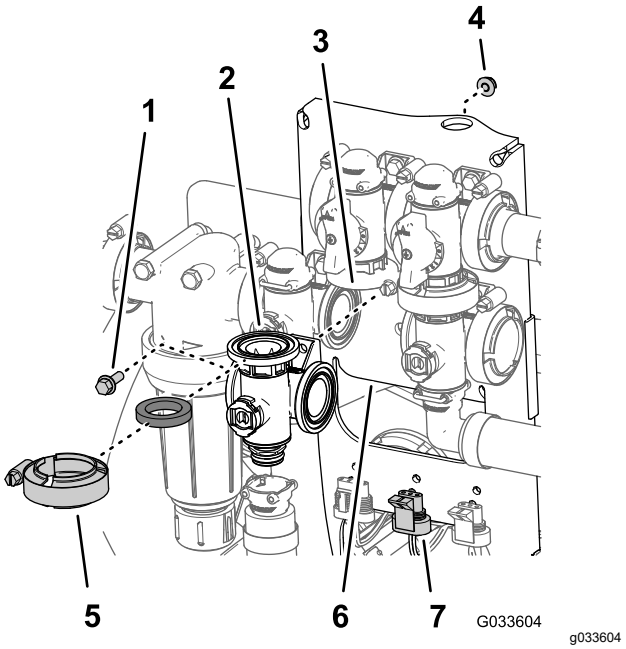

Figure 129
1. Align the flange of the agitation-valve manifold, a gasket, and the flange of the agitation bypass valve (Figure 129).
9. Assemble the agitation valve to the valve mount with the flanged-head bolt and flanged locknut (Figure 129) that you removed in step 3 of Removing the Agitation Manifold Valve (page 80), and torque the nut and bolt to 10 to 12 N·m (90 to 110 in-lb).